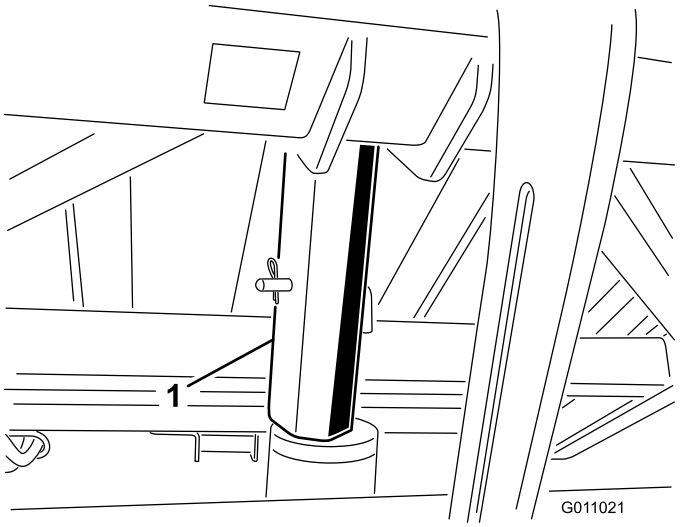

Figur 24
3. Sæt tragtbeholderens sikkerhedsstøtte ned over cylinderstangen, og sørg for, at støtteenden hviler på enden af cylinderløbet og cylinderstangenden (Figur 24). Fastgør tragtbeholderens sikkerhedsstøtte til cylinderstangen med låseclipsen og tappen.